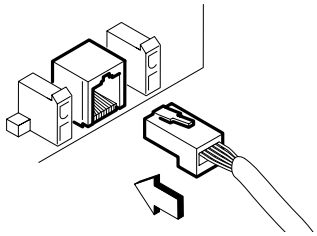

Fig. 9 – Connecting the cable
- Connect the control device plug (e.g. handswitch) in the direction of the arrow (Fig. 9).